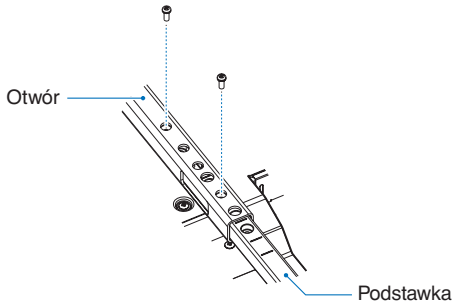

Rysunek 2
2. Przymocuj podstawkę do otworu za pomocą dołączonych śrub. Przykręć śruby do dwóch otworów na podstawce (**rys. 2**).